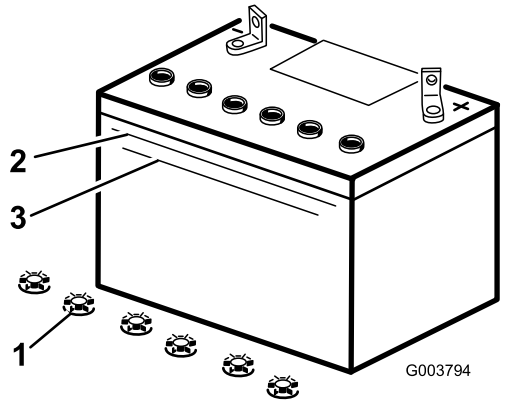

Figur 38
2. Titta på sidan av batteriet. Elektrolyten måste nå upp till den övre linjen (Figur 38). Låt inte elektrolyten sjunka under den nedre linjen (Figur 38).
3. Ta bort påfyllningslocken från batteriet (Figur 38).
4. Häll långsamt destillerat vatten i varje battericell tills elektrolytnivån når upp till batterilådans övre linje (Figur 38).
5. Vänta fem till tio minuter efter att battericellerna fyllts på. Häll destillerat vatten, om det behövs, i varje battericell tills elektrolytnivån är vid batterilådans övre linje (Figur 38).